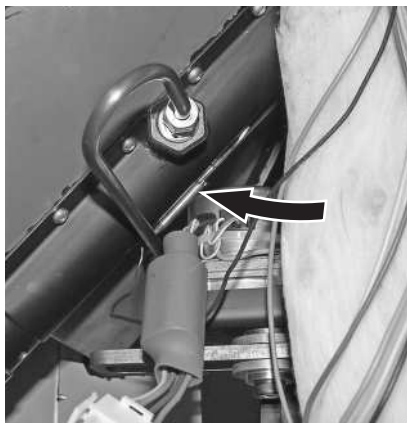

Fig. 101 Rentrer complètement la sonde pour thermostat de sécurité- tube de vis sans fin
– Insérer jusqu'à la butée la sonde pour l'unité sas à roue cellulaire-tube de vis dans le logement de sonde – Fig. 101.